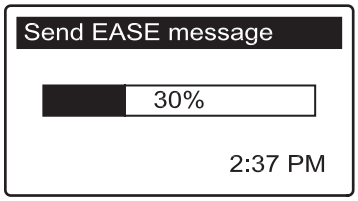

FIG. 76
7. Press the SELECT (○) button to display the Send EASE message screen and begin transmission (See Figure 76).